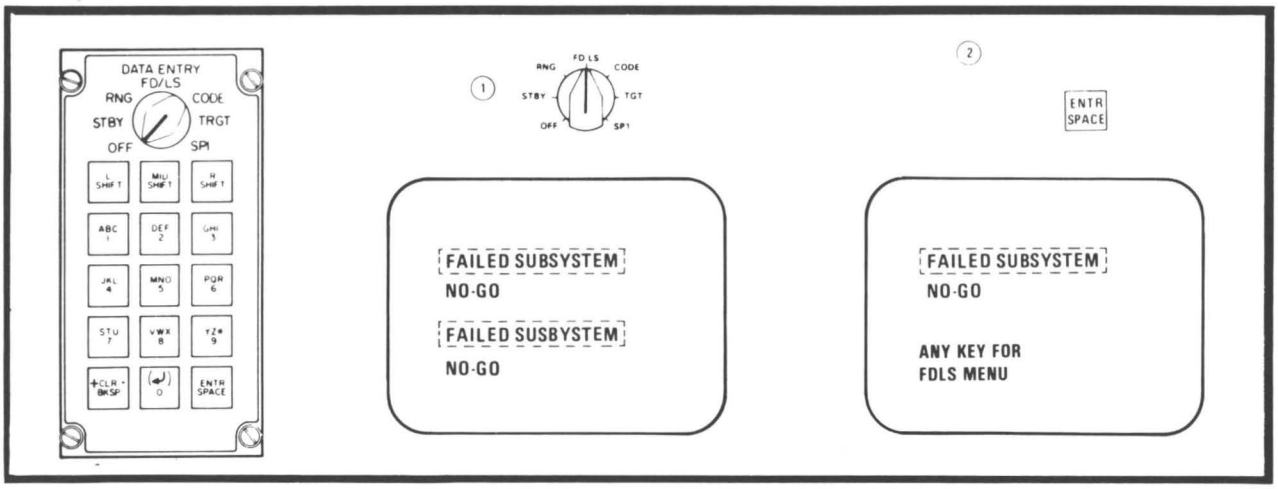

FIGURE 7: Fault detection/location system continuous monitor failure callup.
• FD/LS continuous monitor failure callup, figure 7; if a failure is shown on the CPG's TADS or IHADSS it displays as the word "FDLS" alternating with the sensor selected message, to check for system no-go status, the CPG will proceed as follows:
(1) Position the selector switch on the data entry keyboard to the FD/LS position. The symbology will blank and up to two failed systems can be displayed at one time.
(2) If two systems are displayed, press the ENTR SPACE key to scroll the display to enable other failed systems to be displayed. Continue to scroll the display until the message "ANY KEY FOR FDLS MENU" is displayed. This indicates all continuous monitor failures have been displayed. If the ENTR SPACE key is pressed again, the failure call-outs will be repeated.